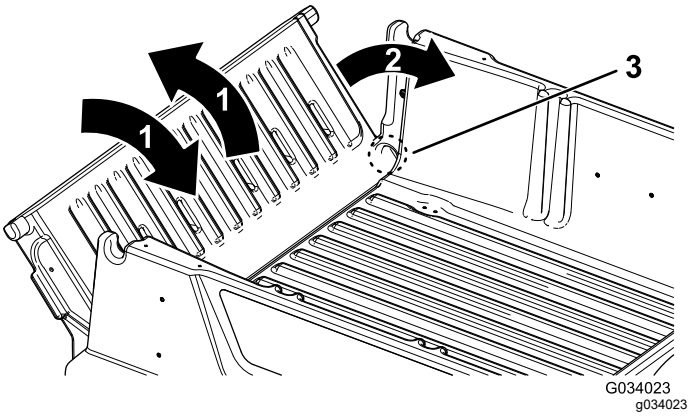

Figuur 22
2. Draai de achterlaadklep ongeveer in de 45°-stand (Figuur 22).
3. Beweeg de achterlaadklep enkele keren heen en weer met korte, schokkende bewegingen (Figuur 22).